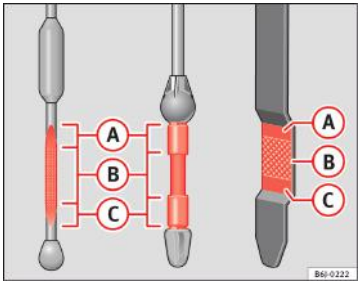

Fig. 125 Joja de ulei de motor
– Apoi scoateți-o din nou şi verificați nivelul uleiului ⇒ fig. 125. Dacă este necesar, adăugați ulei de motor.